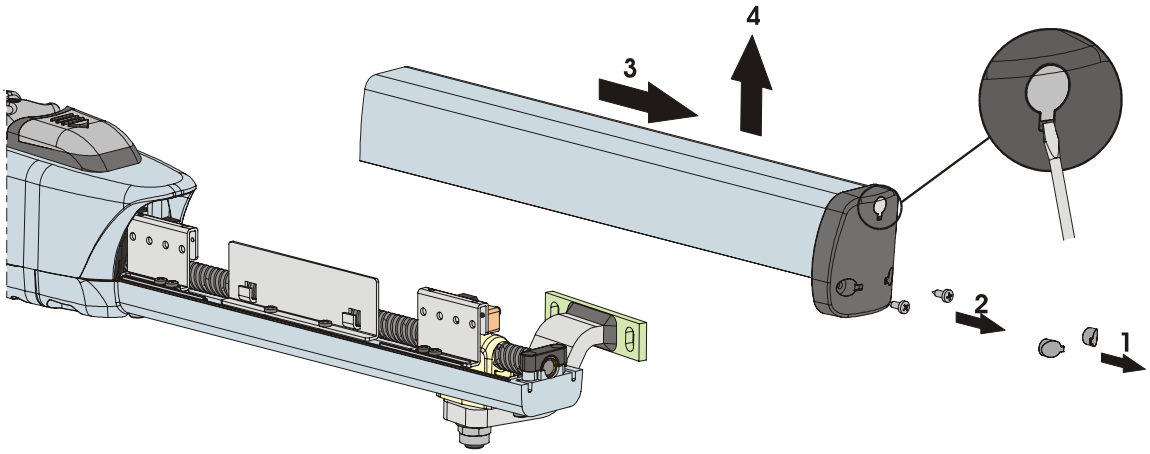

Abb. 23
1) Die beiden Abdeckungen der unteren Befestigungsschrauben entfernen, Abb. 23 Bez. 1. Damit dieser Arbeitsgang erleichtert wird, ist eine Aussparung vorgesehen, durch die ein Schraubenzieher eingeführt werden kann.
2) Die beiden unteren Schrauben des Frontverschlusses abschrauben und die Abdeckung herausziehen, Abb. 23.